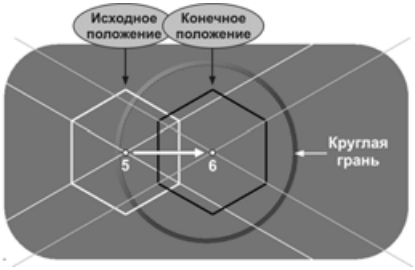

Рис. 4.59
- В качестве базовой точки с помощью привязки **Пересечение** укажите точку 5 пересечения вспомогательных прямых; затем, с помощью привязки **Ближайшая точка,** укажите новое положение базовой точки — центральную точку 6 круглой грани (рис. 4.59).